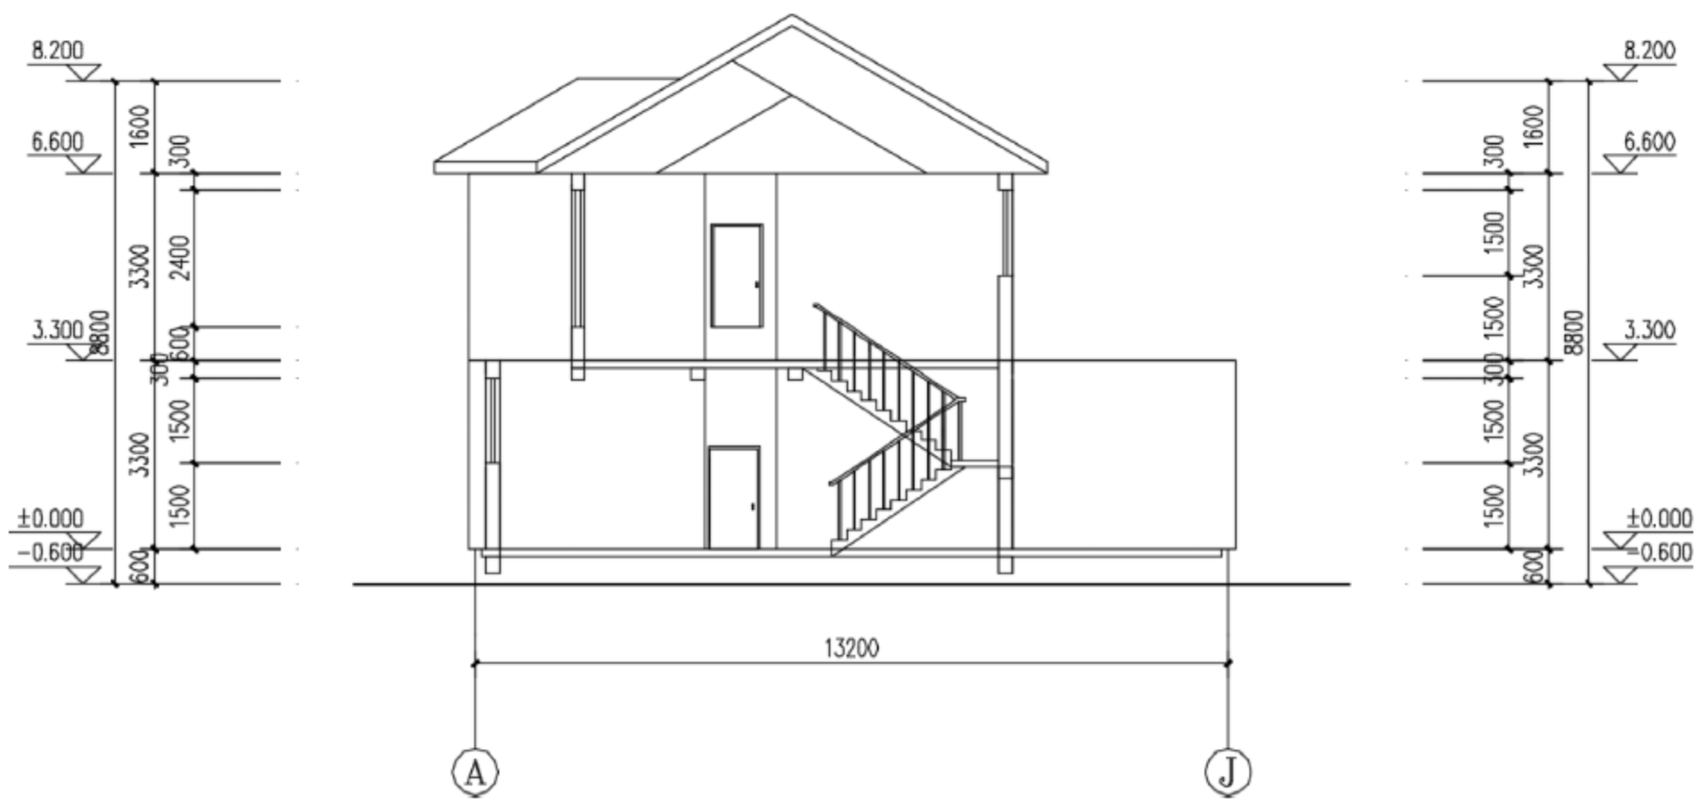

图 18-169　扶手接头图
采用“扶手接头”命令可以对楼梯扶手的接头位置做细部处理，生成的扶手接头如图 18-169 所示。
(2) 继续单击菜单中的“剖面”→“扶手接头”命令，扶手伸出距离为 60，为上、下两侧添加扶手接头，最终结果如图 18-169 所示。